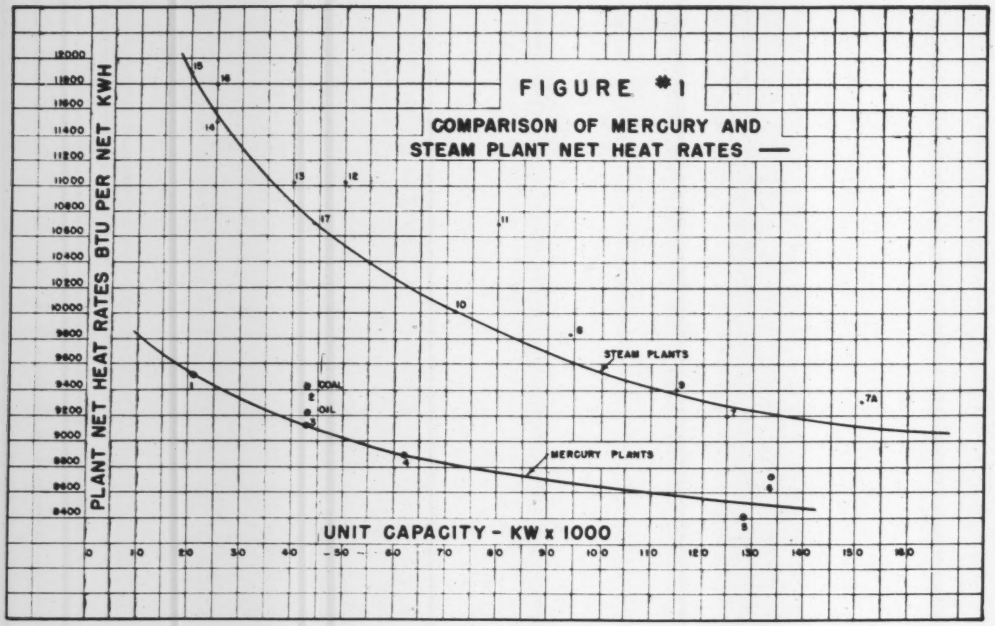

FIG. 1 COMPARISON OF MERCURY AND STEAM-PLANT NET HEAT RATES
A comparison of mercury and steam plant net heat rates is shown in Fig. 1, and it may be noted that the 40,000-kw Schiller Station (1),[1] for example, using moderate pressure and temperature mercury-steam generating equipment, has a plant net heat rate that compares very favorably with the 100,000-kw Sewaren units (2) Fig. 1, items 8 and 9, and the 125,000-kw Philip Sporn No. 1 Unit (3) Fig. 1, items 7 and 7A. When compared with recently installed units of like capacity, the reduction in fuel consumption of the Schiller Station is in the order of 1300 Btu per net kwhr or approximately 12 per cent. However, a 40,000-kw mercury-steam plant, utilizing a single 15,000-kw mercury unit and a 25,000-kw steam turbine designed to operate at 850 psig 900 F, would be expected to show about 15 per cent improvement in fuel rate per kilowatt-hour, Fig. 1, items 3 and 17. Further study of Fig. 1 shows that in every case the mercury-steam power-plant heat rates are materially lower than those of steam plants of comparable size.